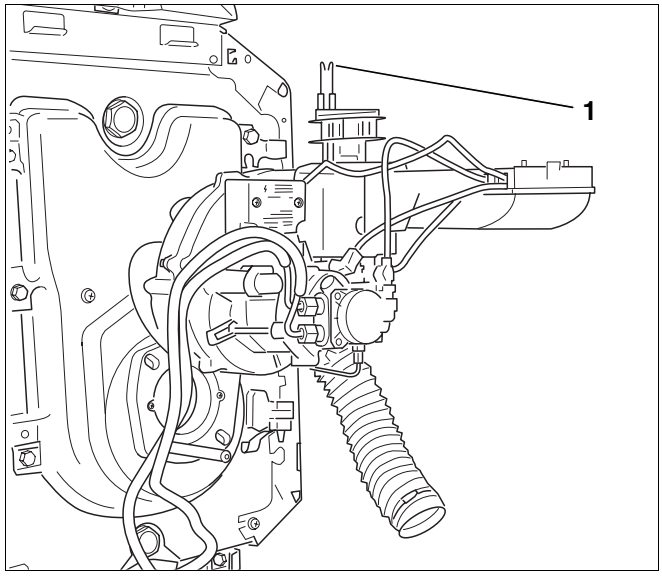

Afb. 33 Brander in servicepositie plaatsen
- Plaats de brander in de servicepositie (afb. 33).
Er mogen zich geen afzettingen op de ontstekingselektroden (afb. 33, **pos. 1**) bevinden.